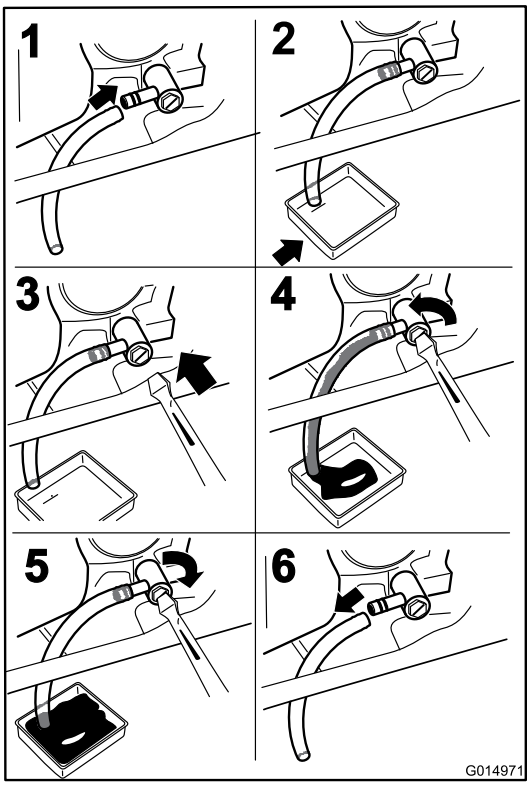

Figur 39
3. Stanna motorn, ta ur nyckeln och vänta tills alla rörliga delar har stannat innan du stiger ur förarsätet (Figur 39).